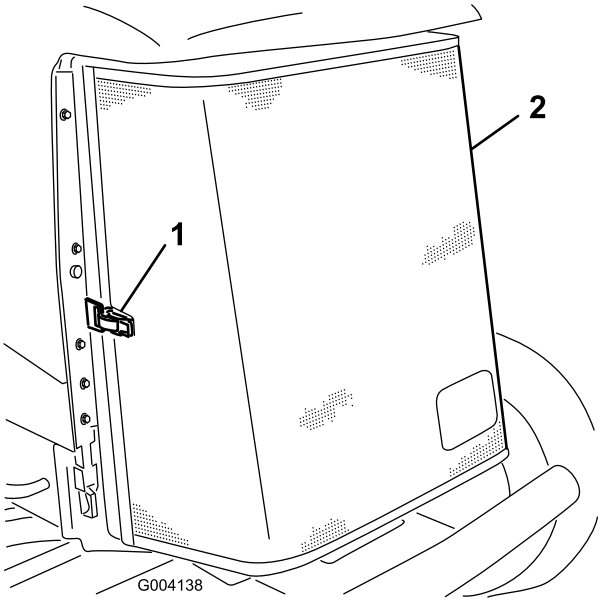

Figur 66
3. Lossa klämman och vrid upp det bakre gallret (Figur 66).